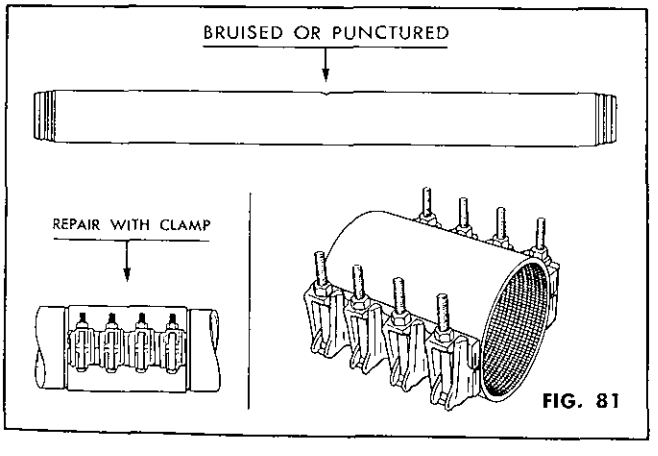

FIG. 81
2. Whether the blow results in a bruise or in a hole through the pipe-wall, some or all of the pipe will still be useable. As shown in Fig. 81, bruises and punctures can be repaired with repair-clamps.
If a repair clamp is to be used the full circle type with opposed bolt-line flanges is recommended (see Fig. 81) and should be installed in accordance with the manufacturer's instructions. When using a repair clamp the area on the pipe barrel around which clamp will be placed should first be cleaned with a wire brush. Apply Ring-Tite lubricant to the cleaned area—(to help seat the rubber lining smoothly during final adjustments). The two halves of the clamp are then put around the pipe with the nut position on top for easy access. After the nuts have been tightened lightly the clamp should be rotated slightly in the same direction as the overlap of the rubber lining to assure its smoothness. The nuts are then tightened so as to distribute the pull evenly on all the bolts and the repair is completed.